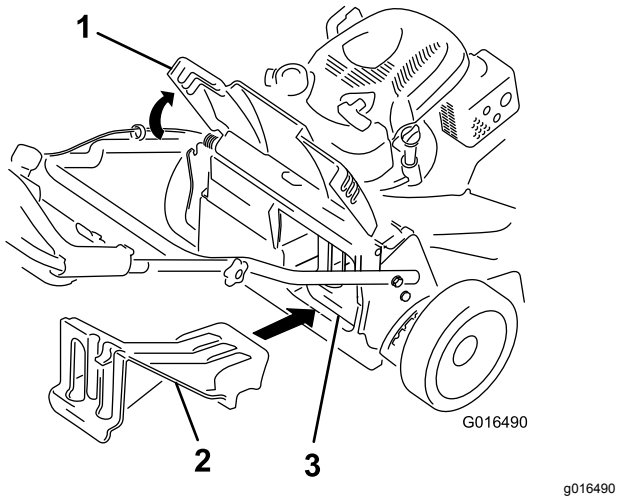

Figur 25
- Hvis bagudblæsningsdækslet ikke er monteret, skal du tage fat i håndtaget, løfte bagpladen og indsætte det i bagudblæsningsslisken, indtil låsen låser på plads. Se (Figur 25).
Vigtigt: **Kontroller, at bagudblæsningsdækslet er på plads, før du findeler afklippet (Figur 25).**